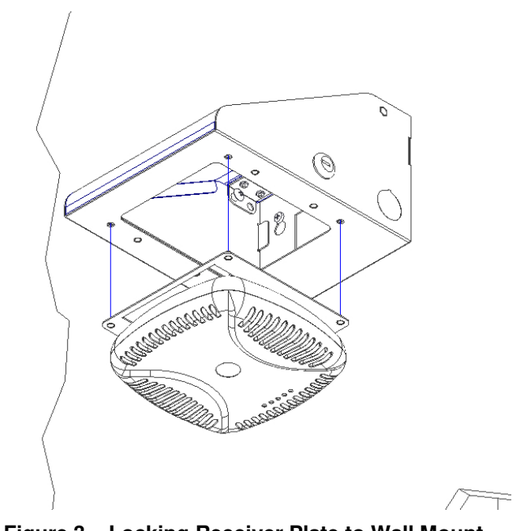

Figure 3 – Locking Receiver Plate to Wall Mount
Step 6 – Place the AP and plate into the keyholes on the underside of the wall mount (Figure 3). Use the provided tether wrap to prevent the receiver plate from falling when the mount is unlocked. Slip the tether wrap through the slot on the receiver plate and screw it to the cover's hinge. Synch the tether wrap until taut. Close the cover until it snaps shut. Turn the key to lock the cover and AP in place. Installation is now complete.